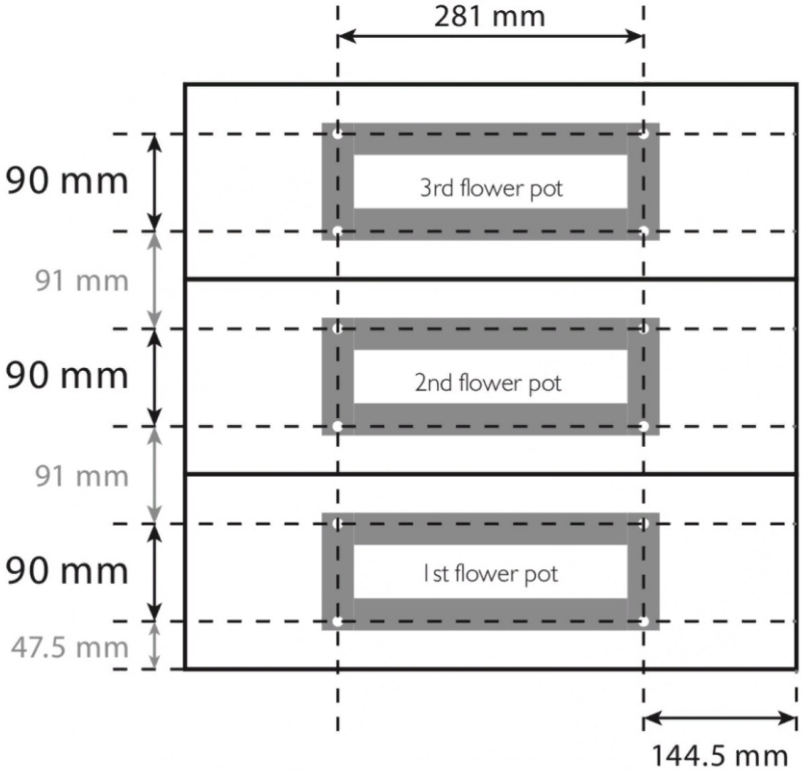

Рис. 14
- Отметьте на стене первый монтажный кронштейн с 4 отверстиями (281 мм x 90 мм друг от друга). Затем отметьте те же позиции отверстий на 91 мм выше нижнего кронштейна. См. (рис. 14)